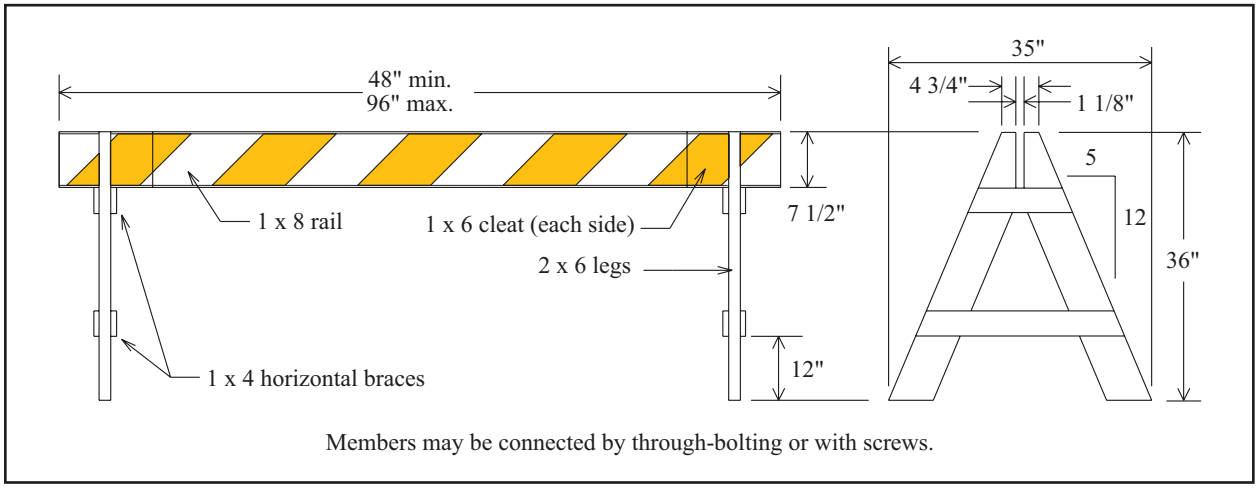

Figure C-2. Generic wooden A-frame Type-I Barricade
- Wood, two 2 x 6 A-frames with 1x8 rail (Figure C-2). Wood shall be No. 2 SYP or equivalent.